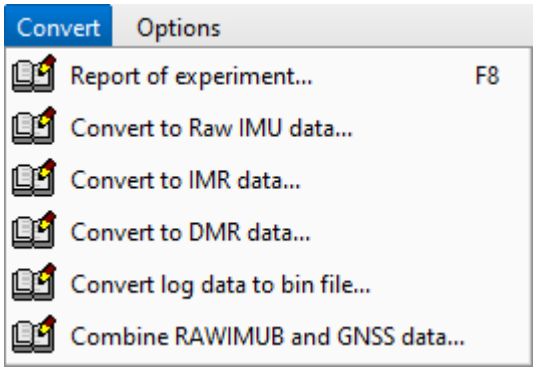

**Fig. 3.6.**
**Convert** menu contains conversion of binary data to text format (Fig. 3.6).